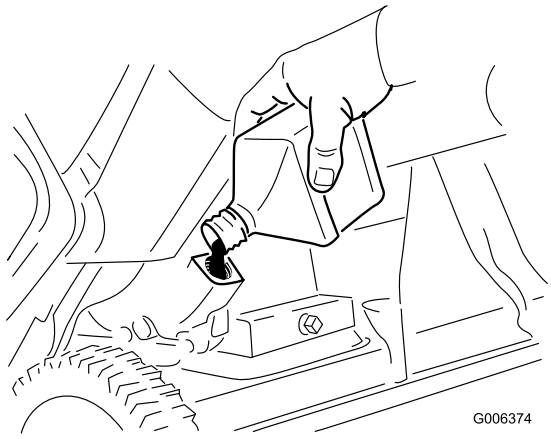

图32
8. 在机器处于操作位置时，**小心地**将机油倒入注油孔。等待三分钟，然后把油加到溢流点 (图32)。